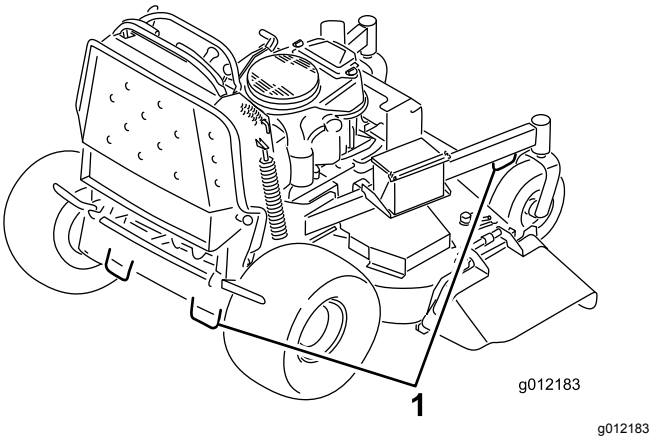

Figur 30
7. Fastgør maskinen i nærheden af de forreste styrehjul og den bageste kofanger med remme, kæder, kabler eller reb (Figur 30). Der henvises til de lokale regler for bindepunkter.